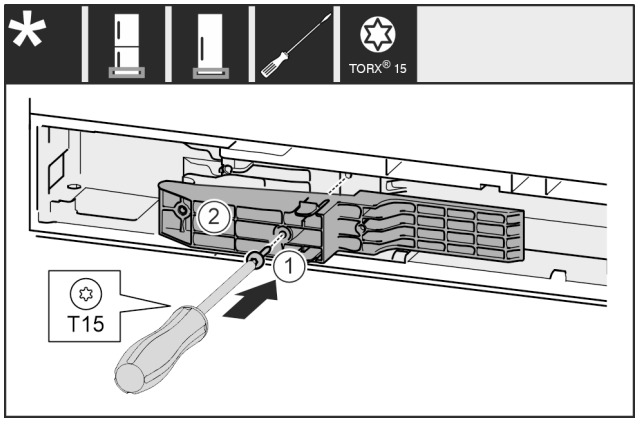

*Fig. 67 **
- ▶ Ievietojiet adapteri *Fig. 67 (1)* padziļinājumā satveršanas pusē.*
- ▶ Ar skrūvgriezi pieskrūvējiet skrūvi *Fig. 67 (2)*.*